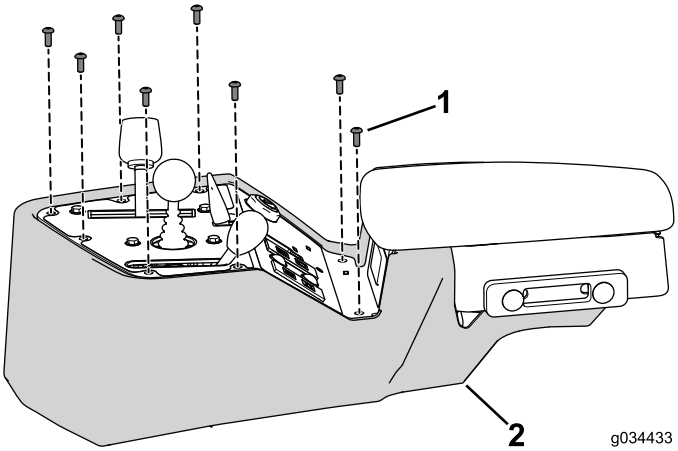

Rysunek 32
1. Używając wcześniej odkręconych 8 śrub, zamocuj pokrywę konsoli do zespołu konsoli (Rysunek 32).